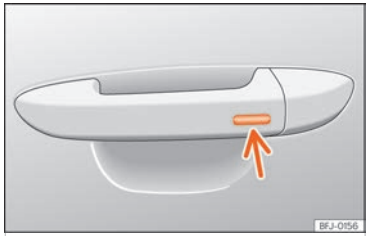

Fig. 67 Door handle: sensor surface.
- **OR:** using the Keyless Access system (only locking): Press and hold the locking sensor surface ››› Fig. 67 (arrow) on the door handle for several seconds to close the windows and the sunroof. If you stop touching the sensing surface, the locking function is interrupted.
Press and hold the locking sensor surface ››› Fig. 67 (arrow) on the door handle to close the sunroof. If you release the sensor surface, the closing movement stops.